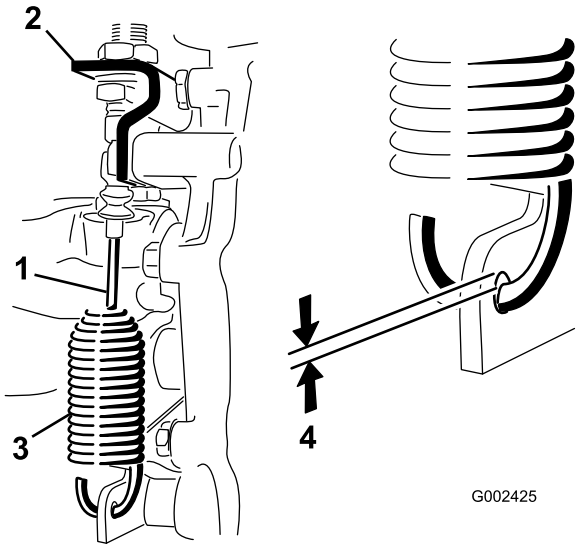

Figur 52
2. Lossa kontramuttrarna som håller differentiallåsvajern vid fästet på växellådan (Figur 52).